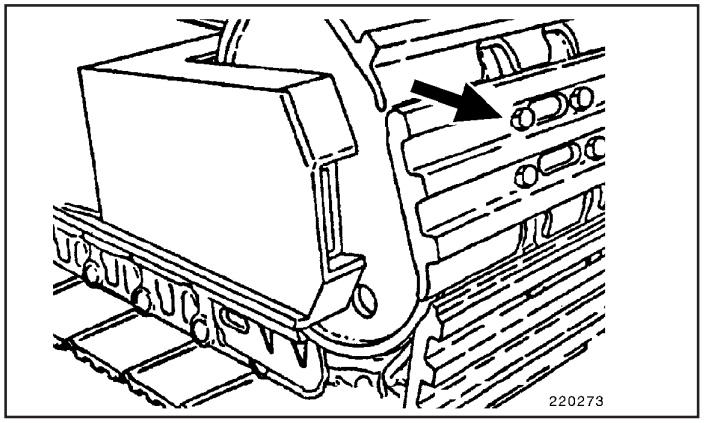

Fig.1
- Remova os parafusos (Fig.1) e as sapatas danificadas.